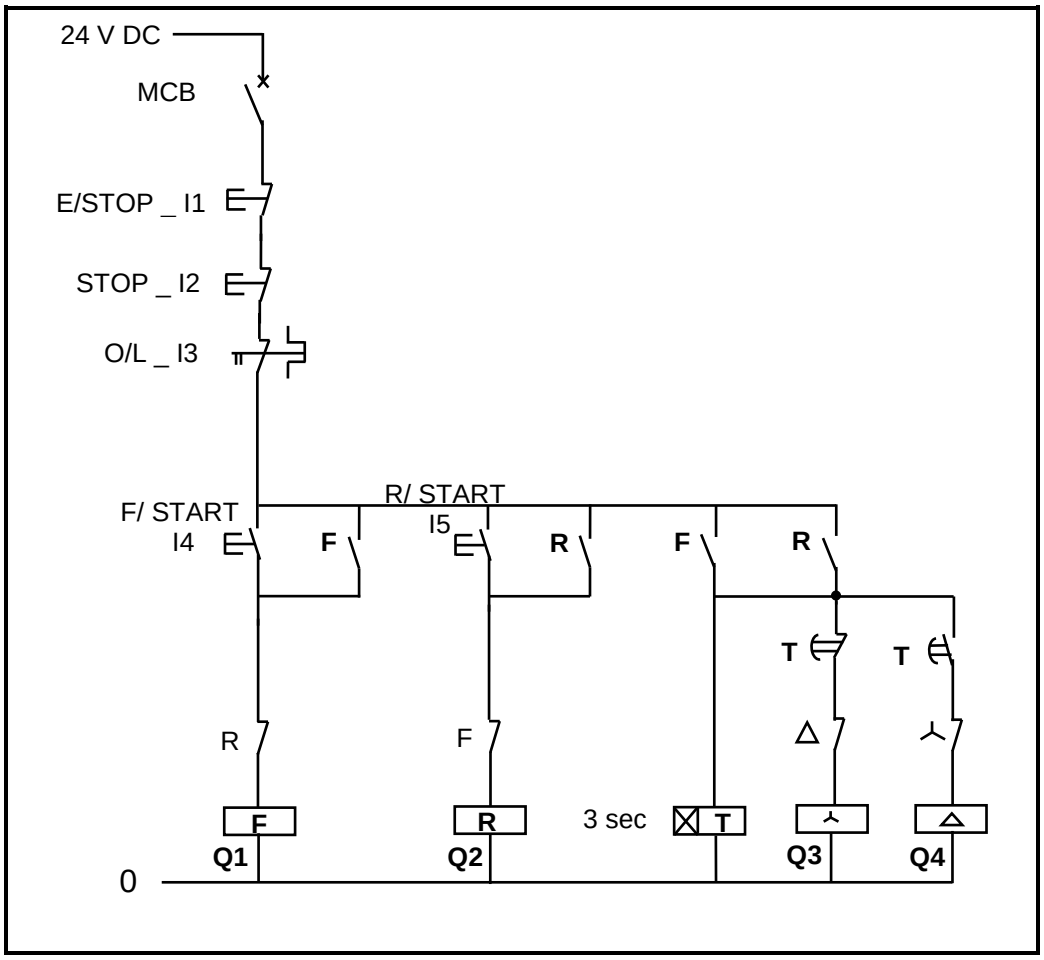

FIGURE 3
4.2 FIGURE 3 below shows the control circuit for a forward/reverse – star/delta. Convert these controls to a PLC programme using ladder logic and the input/output references given in the diagram.